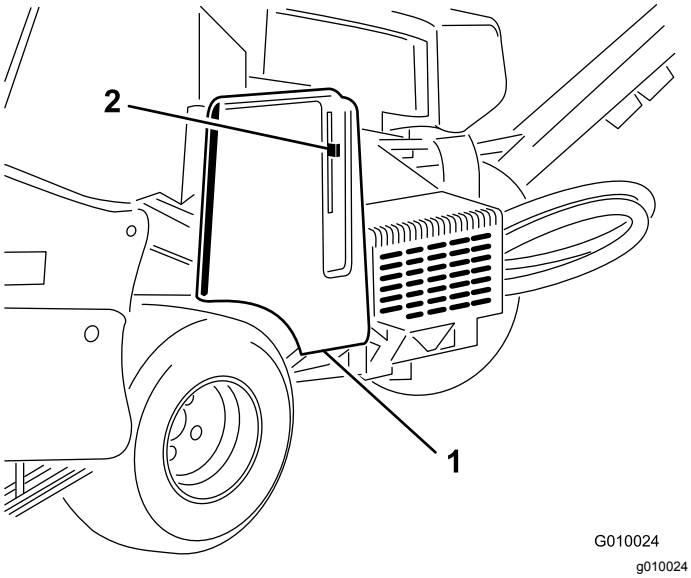

**Figur 18**
2. Lossa och ta bort remkåpan (Figur 18).